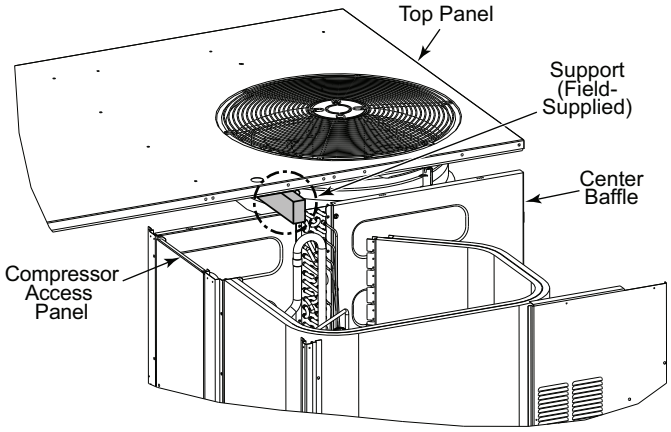

**Fig. 14 — Top Panel Position**
3. Lift and rotate the top panel at the condenser fan end and rotate the panel 90 degrees. Support the top panel so it remains level while resting on the condenser fan as shown in Fig. 14.